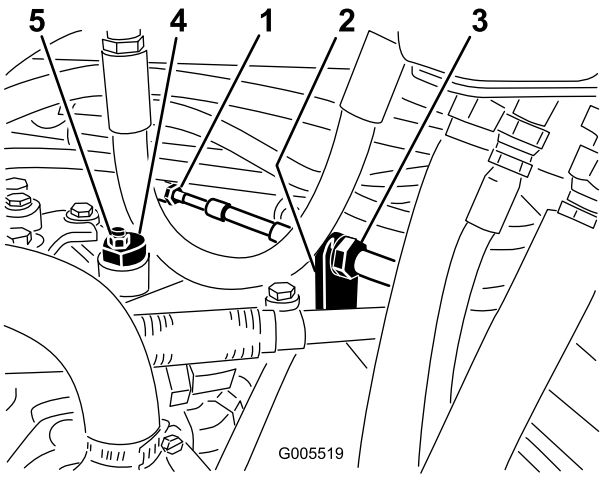

Figura 52
A. Afloje las dos contratuercas que fijan el cable de control de tracción a la mampara del hidrostato (Figura 52). Asegúrese de aflojar ambas contratuercas uniformemente, y lo suficiente como para permitir el ajuste.
Nota: Afloje la tuerca que sujeta el excéntrico a la parte superior del hidrostato (Figura 52).
C. Gire el excéntrico hasta que no haya movimiento en ningún sentido. Cuando la rueda deje de girar, apriete la tuerca para bloquear el excéntrico y el ajuste (Figura 52). Compruebe el ajuste con el acelerador en las posiciones Lento y Rápido.
D. Desde cada lado de la mampara, apriete las contratuercas uniformemente, fijando el cable de tracción a la mampara (Figura 52). No tuerza el cable.